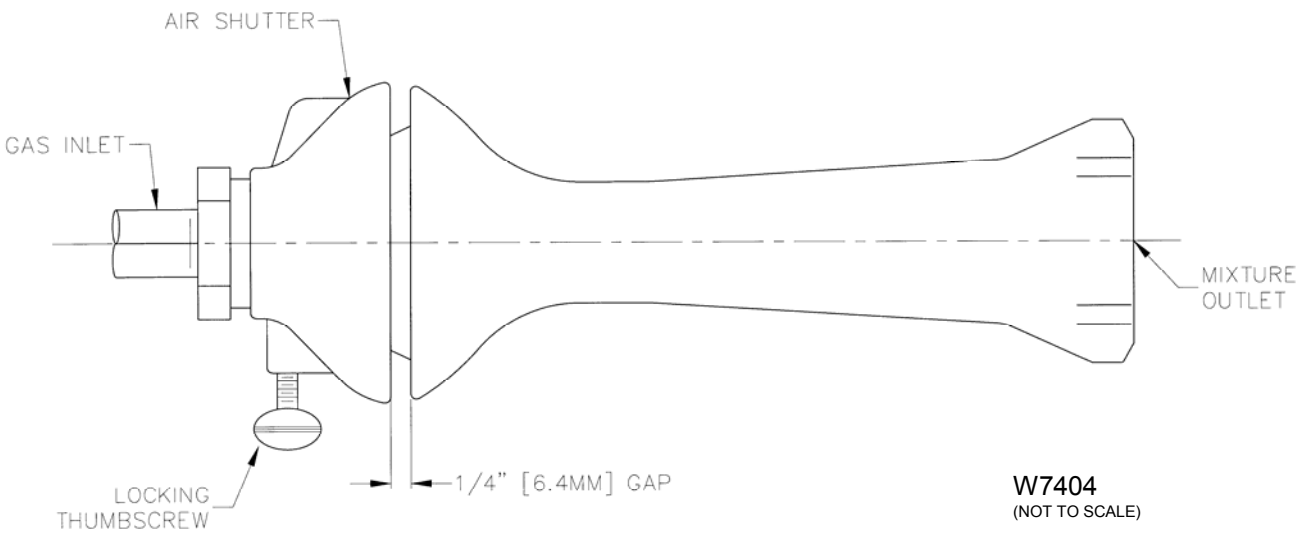

Figure 25. Pilot AIG Inspirator
4. Complete the initial pilot adjustment of the air shutter as follows (see Figure 25):